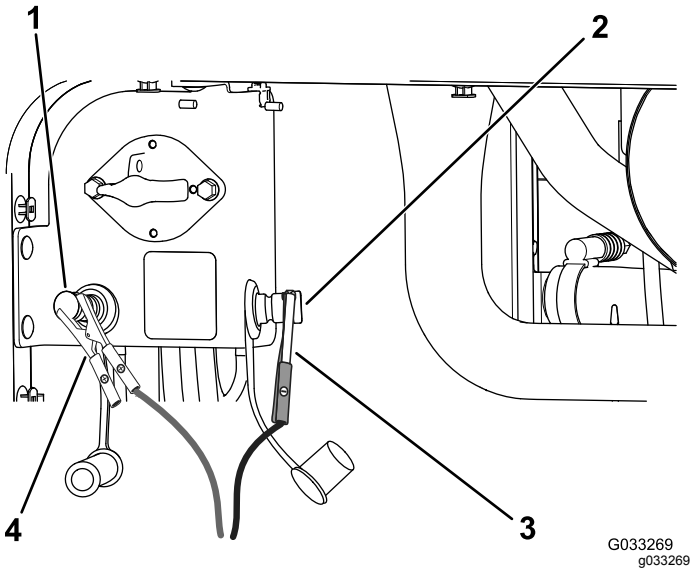

Figur 115
4. Anslut batteriladdarens pluskabel till batteriets plusstartpol (Figur 115).
5. Anslut batteriladdarens minuskabel till batteriets minusstartpol (Figur 115).
7. När batterierna är fulladdade ska du först koppla bort laddaren från elkällan och sedan koppla bort laddningskablarna från startpolerna (Figur 115).